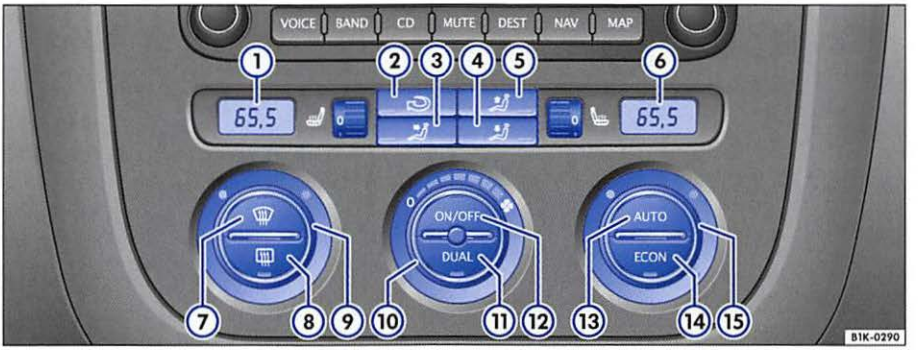

Fig. 78 In the center console: Climatronic controls
– Press one of the buttons ⇒ fig. 78 ③ to ⑤, or turn the fan control ⑩. The light in the [AUTO] button will go out.